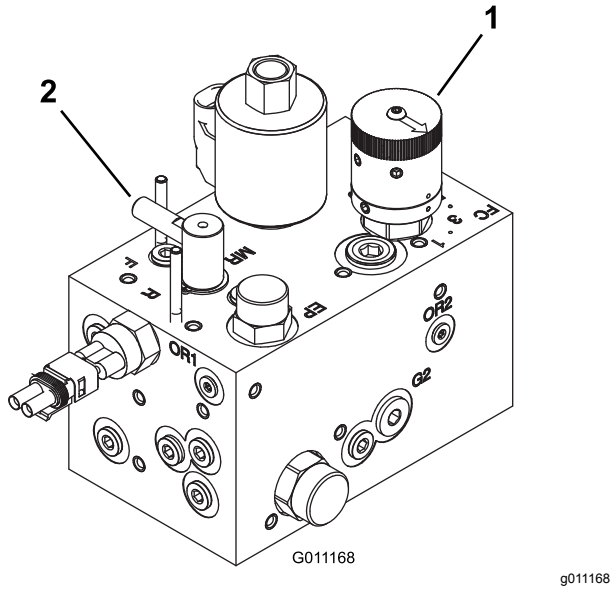

Figur 76
3. Drei slipekontrollen til slipestilling (R). Drei spolen for spolehastighet til posisjon 1 (Figur 76).